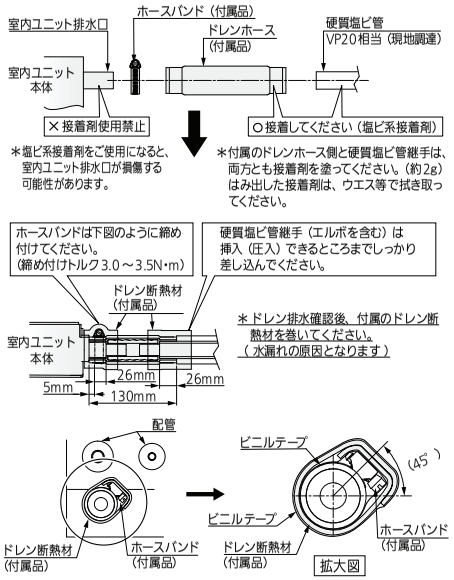

図26
- 図26のようにホースバンドをドレンホースの端から5㎜はなしたところにしっかり締め付けてください。
- ホースバンドの固定部が図26のように45°の範囲になるように取り付けホースバンドが広がらないように、ビニルテープを巻いてください。
- ホースバンドに、ドレン断熱材（付属品）のはがれを防ぐために、ビニルテープを巻いてください。（15ページ　図26）
- その上からドレン断熱材（付属品）を隙間のないように巻いてください。（15ページ　図26）